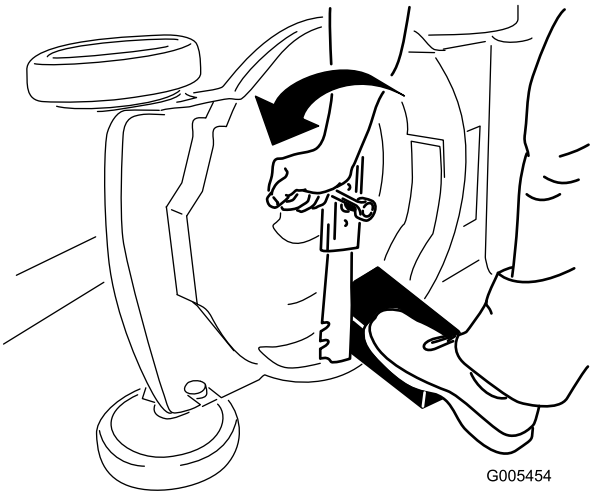

Figuur 27
3. Gebruik een blok hout om het mes stil te houden (Figuur 27).
4. Verwijder het mes en bewaar alle bevestigingselementen (Figuur 27).